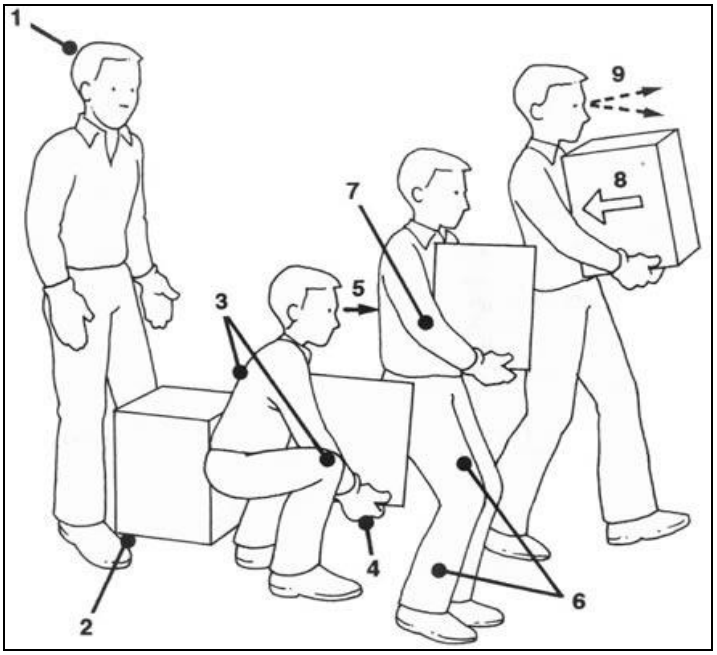

Figure 1
- When lifting always use the correct kinetic method of lifting as shown in ***figure 1***;